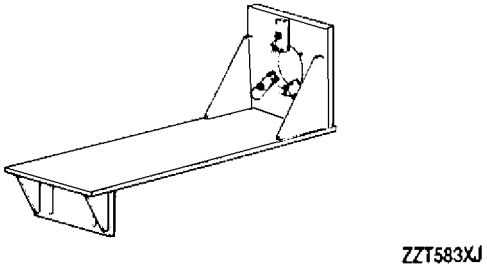
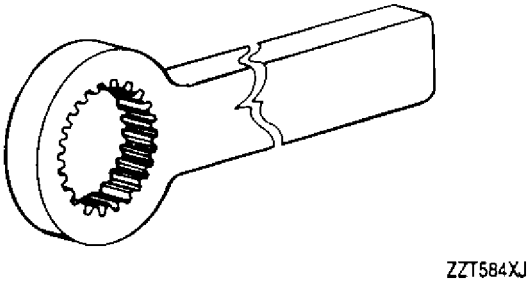

Figure 4. 6797879 Torquemeter Mid−Bearing Shaft Assembly Support
Figure 5. 6797880 Spline Holder
d. Using 6797879 support (figure 4), 6797880 spline holder (figure 5), and 6797755 inner shaft plug spanner wrench (figure 6) remove coupling plug.